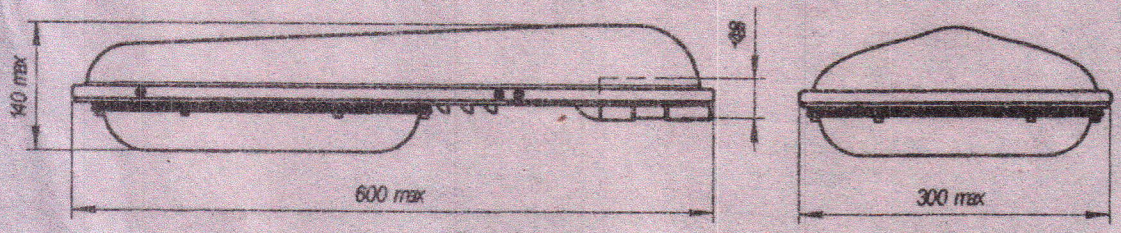

Рис.1
1.1. Светильник серии GALAD ПОБЕДА LED (рис.1) со светодиодными источниками света устанавливают на опорах с Г-образным кронштейном диаметром 48 мм под углом 15…20 град. к горизонту и предназначены для освещения улиц, дорог со средней и низкой интенсивностью движения транспорта, автостоянок, железнодорожных платформ, дворовых территорий и т.п.